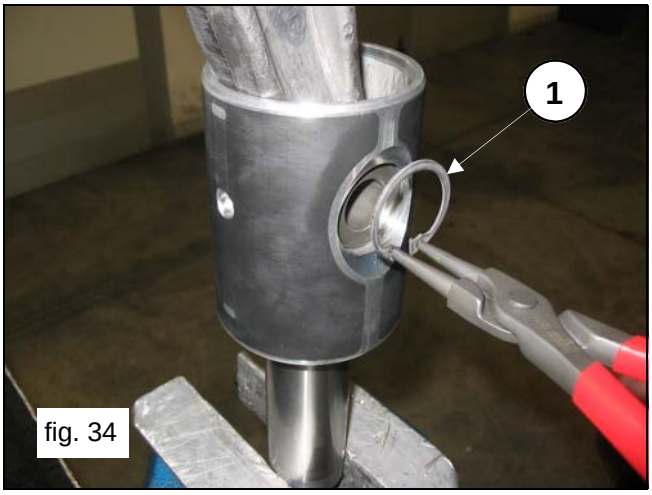

fig. 34
Remove the two seeger rings that block the piston pin by using the apposite tool (pos.①, fig.34).
Insert the connecting rod in the piston guide (pos.①, fig.36) and then insert the pin (pos.①, fig.35). Apply the two seeger rings using the apposite tool (pos.①, fig.34).